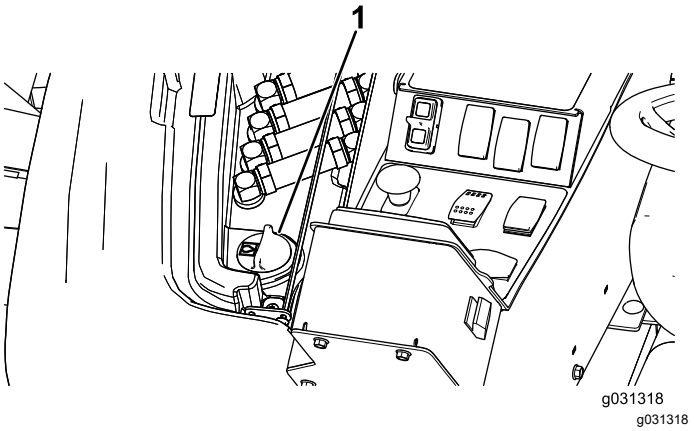

Figur 99
2. Höj upp åtkomstpanelen på maskinens högra sida så att hydraultanklocket syns (Figur 99).
3. Gör rent omkring påfyllningsröret och hydraultanklocket (Figur 99).